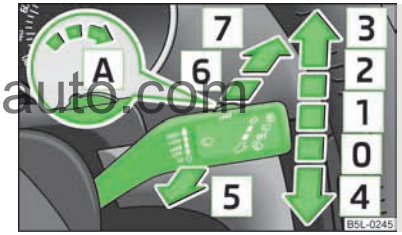

图 37
- 如果低速刮水 2 » 图 37，见第 46 页 或快速刮水 3 已接通并且车速下降到 4 km/h 以下，则自动切换到一个更低的刮水档。在车速升高到 8 km/h 以上时，即恢复原来的刮水档。
› 如果您只想对前窗玻璃短时刮水，请将控制杆按压到有弹力的位置 4 » 图 37。如果将控制杆保持在下部位置超过 1 秒钟，则刮水器刮水速度加快。
› 将控制杆向上移动到位置 1 » 图 37。
› 将控制杆向上移动到位置 2 » 图 37。
› 将控制杆向上移动到位置 3 » 图 37。
› 将控制杆朝方向盘拉到有弹力的位置 5 » 图 37，清洗装置立即工作，车窗玻璃刮水器略微延迟开始刮水。在车速高于 120 km/h 时，清洗装置和车窗玻璃刮水器同时工作。
› 将控制杆移动到位置 1 » 图 37。
› 将控制杆背离方向盘按压到位置 6 » 图 37，车窗玻璃刮水器每 6 秒钟刮水一次。
› 将控制杆从方向盘向前压到底进入有弹力的位置 7 » 图 37，清洗装置立即工作，车窗玻璃刮水器略微延迟开始刮水。只要将控制杆保持在这个位置上，刮水器以及清洗装置就工作。
› 将控制杆复位到基本位置 0 » 图 37。
如果车窗玻璃刮水器控制杆位于位置 2 » 图 37，见第 46 页 或 3，则在车速高于 5 km/h 时每 30 秒钟或每 10 秒钟发生一次后窗玻璃刮水过程。
› 在 5 秒钟内先后五次将操作杆按压到位置 6 » 图 37，见第 46 页。
在近光灯或远光灯已打开并且车窗玻璃刮水器控制杆已保持在位置 5 » 图 37，见第 46 页 上约 1 秒钟时，每逢第一次和第五次往前窗玻璃上喷水后，都会进行大灯清洁。
› 然后在 10 秒钟内将车窗玻璃刮水器控制杆按压到位置 4 » 图 37，见第 46 页，刮水器摆臂于是移动到维护位置。